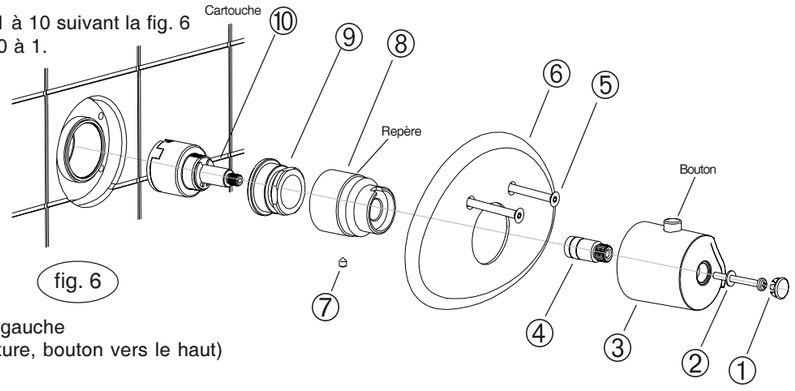

fig. 6
- démonter la cartouche en procédant de 1 à 10 suivant la fig. 6